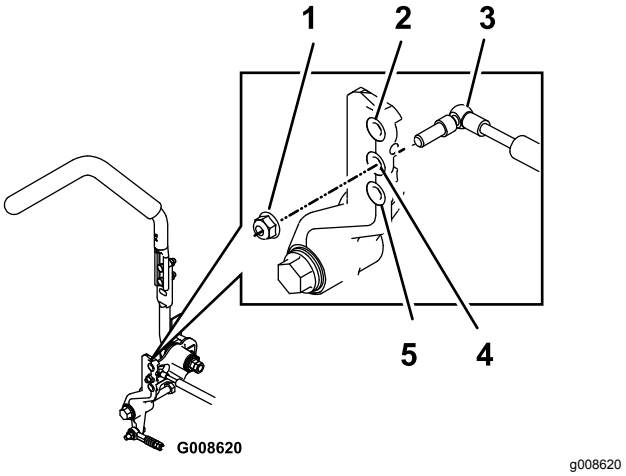

**Рисунок 63**
3. Выверните контргайку, переместите монтажный болт демпфера в нужное положение и заверните контргайку. Варианты установки см. на Рисунок 63.